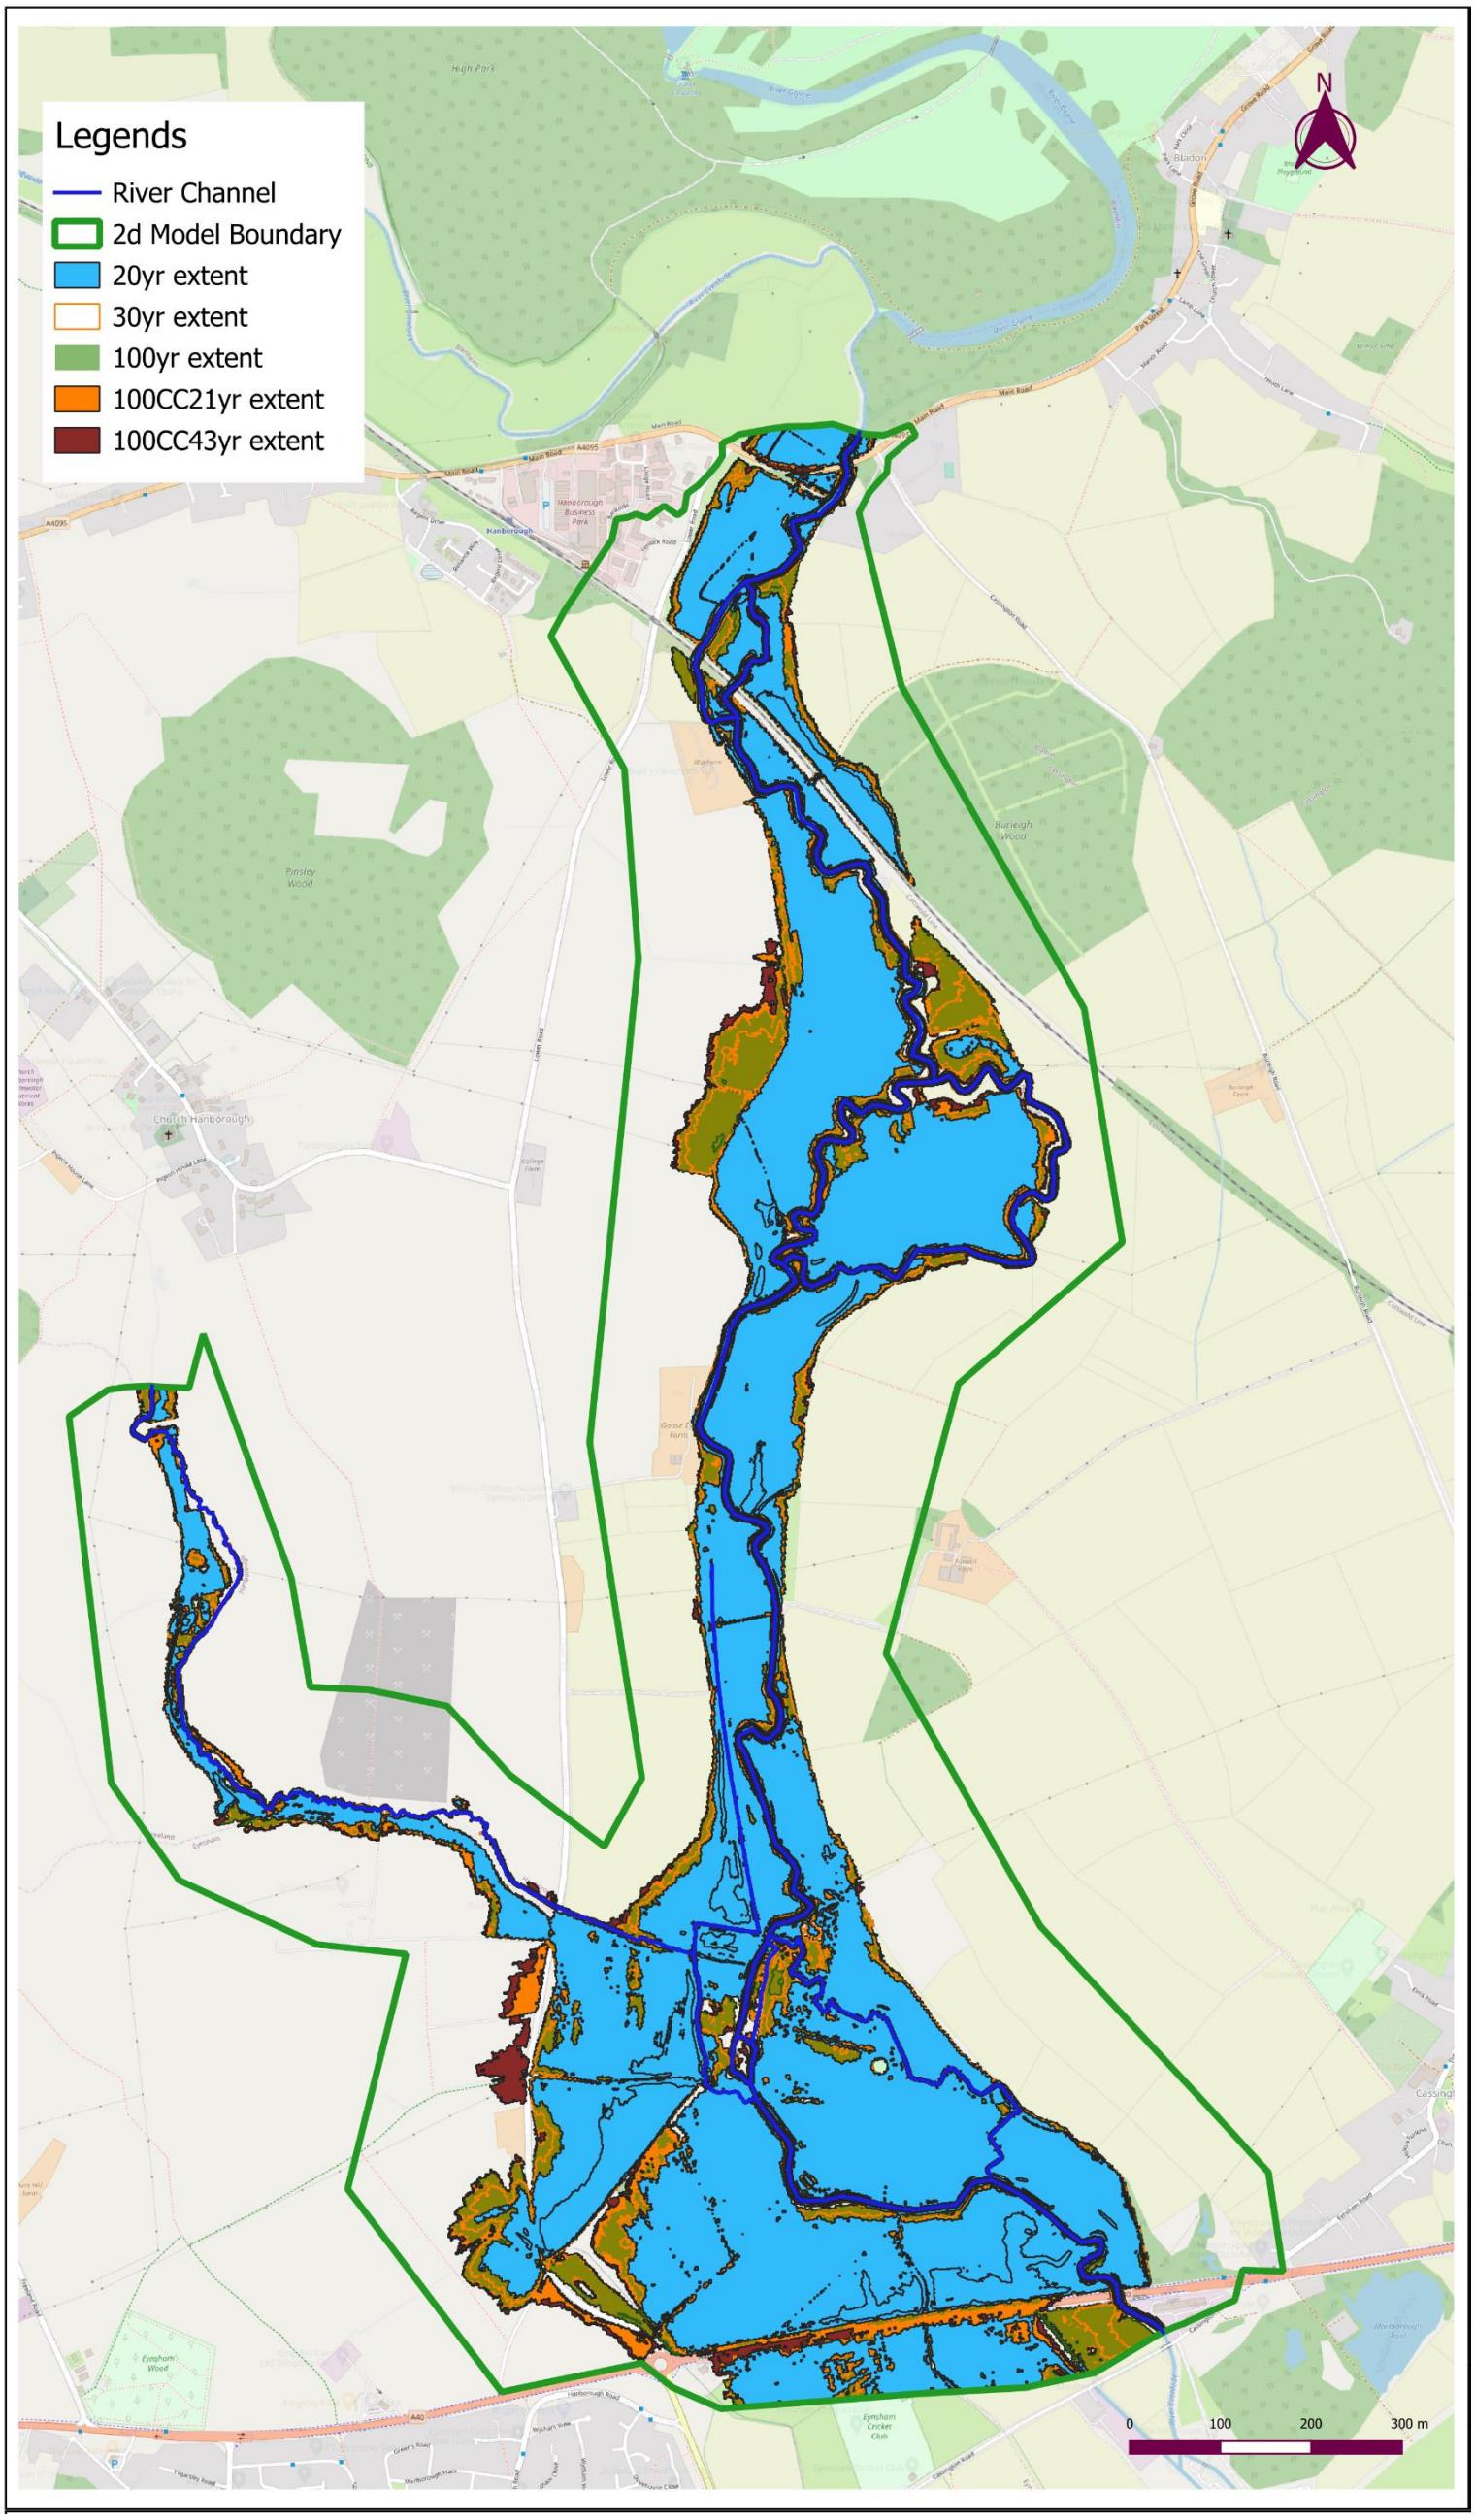

Figure 3.1: Baseline maximum flood extents for all modelled return periods adjacent to development site
3.1.2 The updated modelled flood extents near the site for the baseline scenario are presented in **Figure 3.1**. The baseline model results indicate the following: During the 1 in 20 year flood event, limited 'out of bank' flow occurs at left banks along the western boundary City Farm reach. Whereas floodplain encroachment in several areas along the River Evenlode and it's tributaries within the site have been observed.